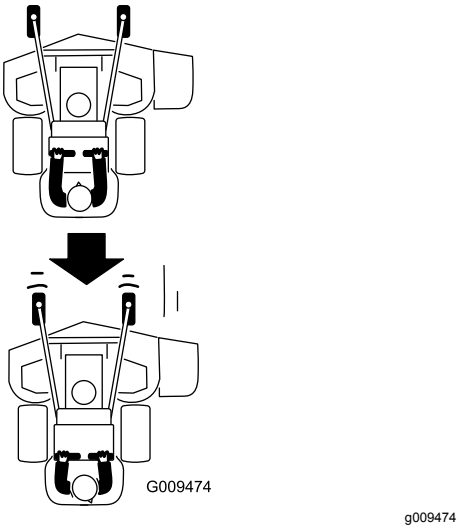

Figur 20
2. Træk bevægelseshåndtagene langsomt bagud (Figur 20).